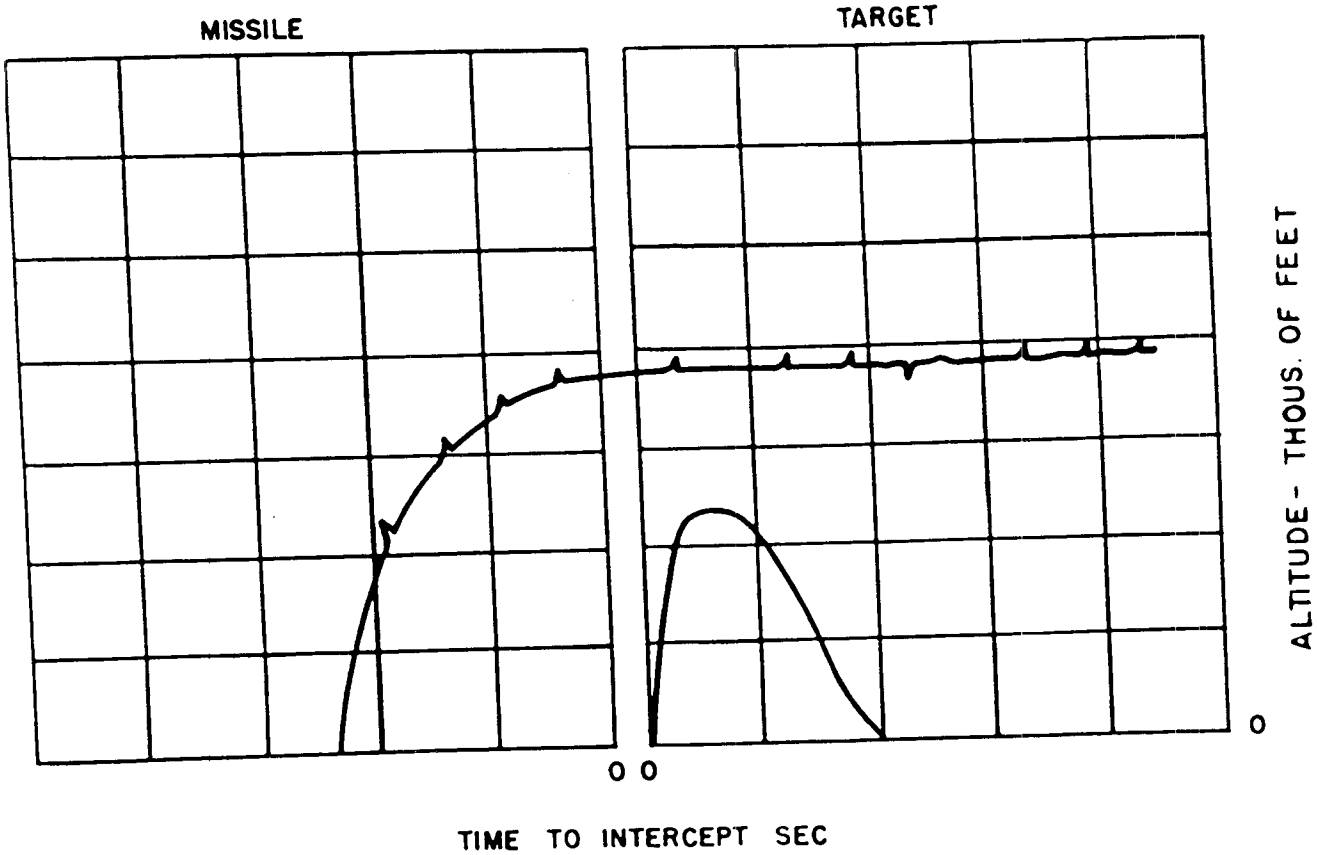

*Figure 119. Altitude plotting board plots.*
*c. Timing Marks and Fire Order* (fig. 119). In addition to altitude, the pens plot timing marks every 10 seconds, and in addition, the right pen indicates the time the fire order was given. After the missile is launched, the target trace starts where the predicted intercept point trace stopped except when the altitude of the target is changing. It is not superimposed on the predicted intercept point trace. When the missile intercepts the target, the target trace and missile trace should be at the same altitude and at zero time-to-intercept.